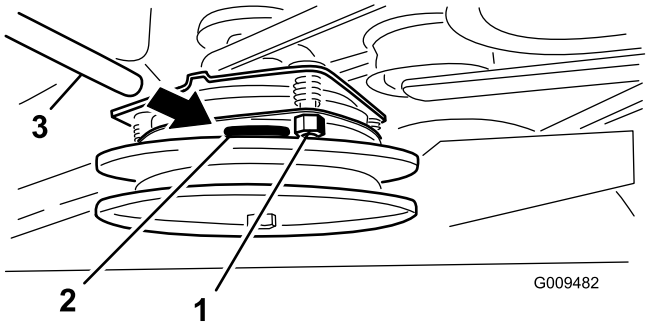

**Figuur 60**
3. Draai de borgmoeren aan totdat de voelermaat licht is vastgeklemd maar gemakkelijk binnen de spleet kan bewegen (Figuur 60).